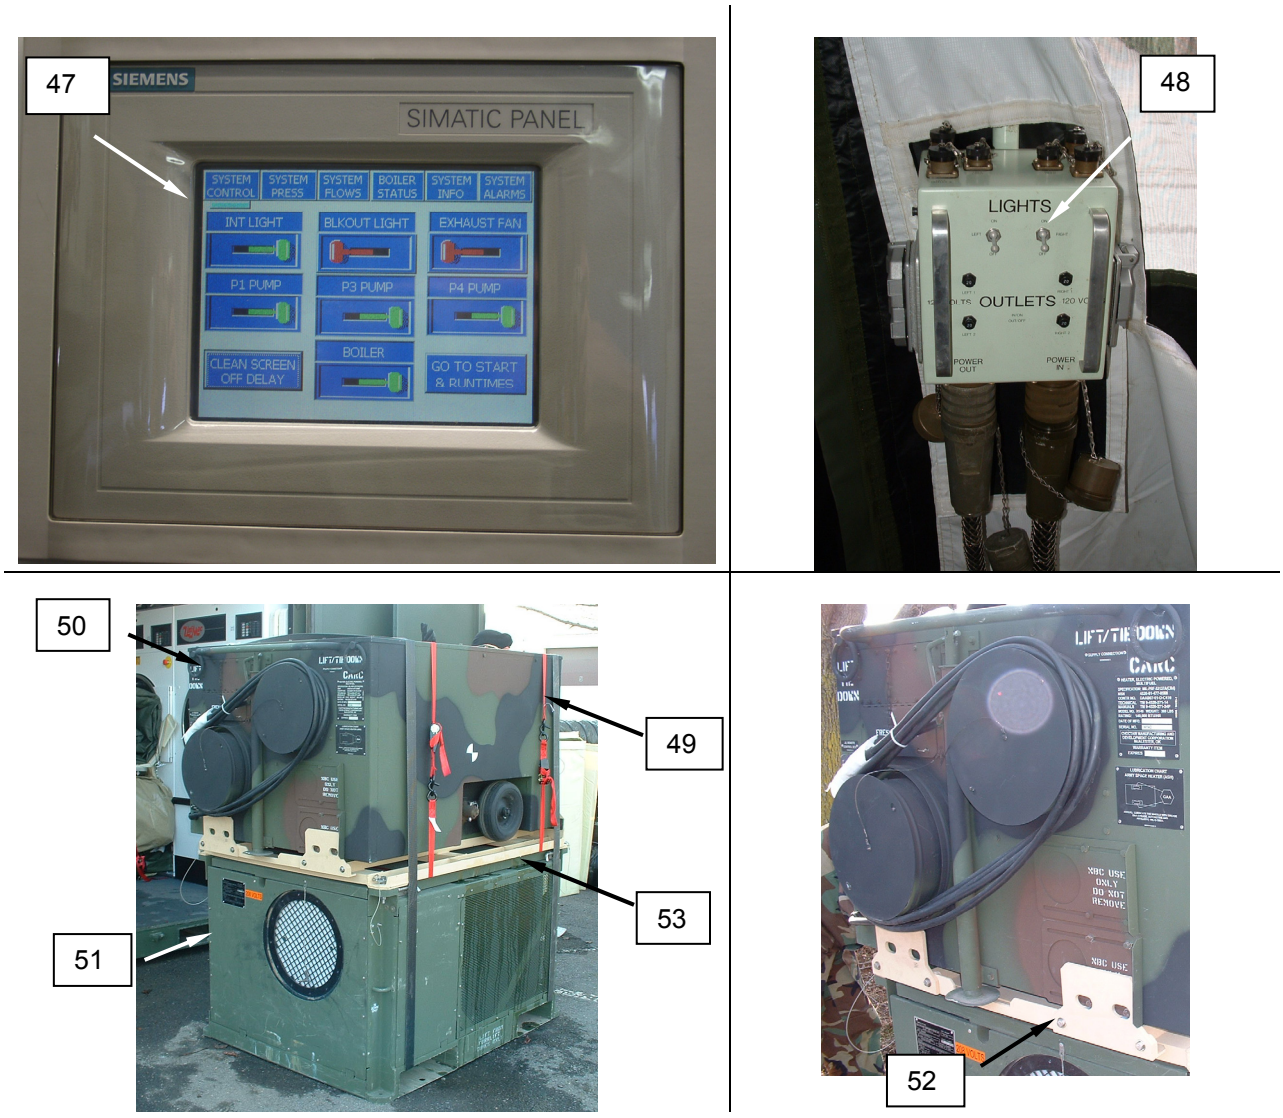

Figure 14. Prepare CBL for Use.
1. Switch the CBL interior lighting ON at the PLC **(Figure 14, Item 47)**.
2. Switch the TEMPER lighting (**Figure 14, Item 48)** ON.
3. Remove straps **(Figure 14, Item 49)** from stacked ASH **(Figure 14, Item 50)** and FDECU **(Figure 14, Item 51)**.
4. Remove retention plates **(Figure 14, Item 52)** from attaching brackets **(Figure 14, Item 53)**.